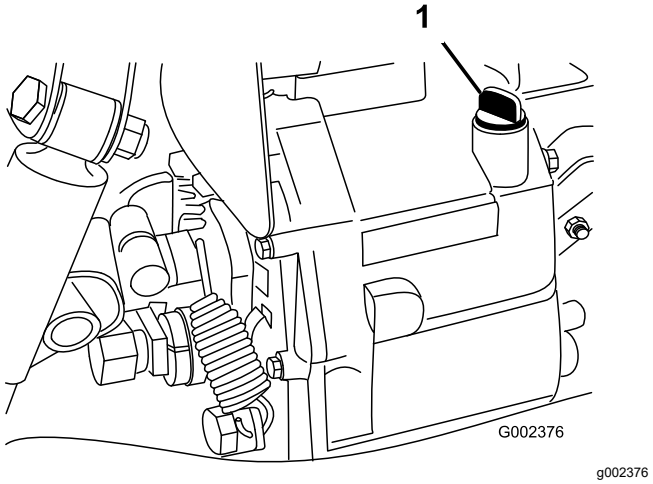

**Figura 68**
4. Limpie la zona alrededor de la varilla (Figura 68).